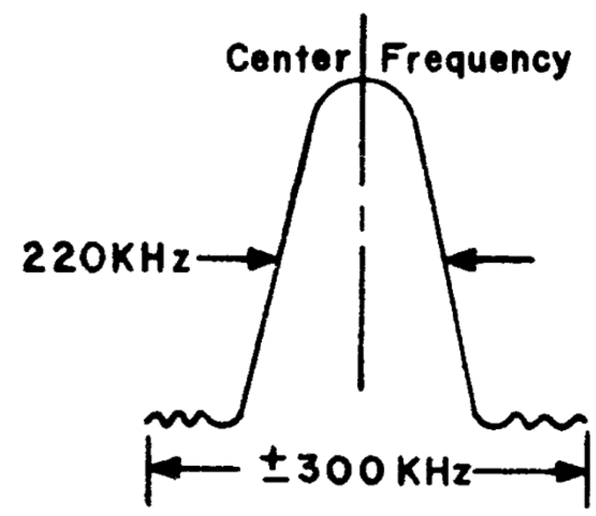

Figure 4
3. Tune the FM Generator, modulated ±300KHz @ approximately 20uV output level, to the receiver frequency. Connect an RF Detector Probe to Test Point 1, TP-1 (Pin 1 of IC201, HA1137) and center the FM IF response on the oscilloscope. The FM IF bandpass characteristics are now being displayed. Adjust the core of the converter FM IF transformer T101 for maximum gain and symmetry, as illustrated in Figure 4.